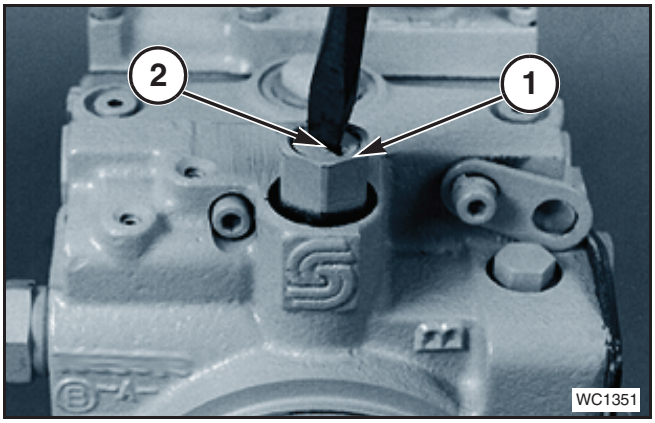

FIG. 705
FIG. 705: The charge pressure relief is adjusted by loosening the lock nut (1) and turning the adjustment plug (2). Clockwise rotation of the plug increases the setting and counter-clockwise rotation decreases the setting at a rate of approximately 3.4 bar (50 psi) per turn. The lock nut should be torqued to 52 Nm (38 lbf ft).